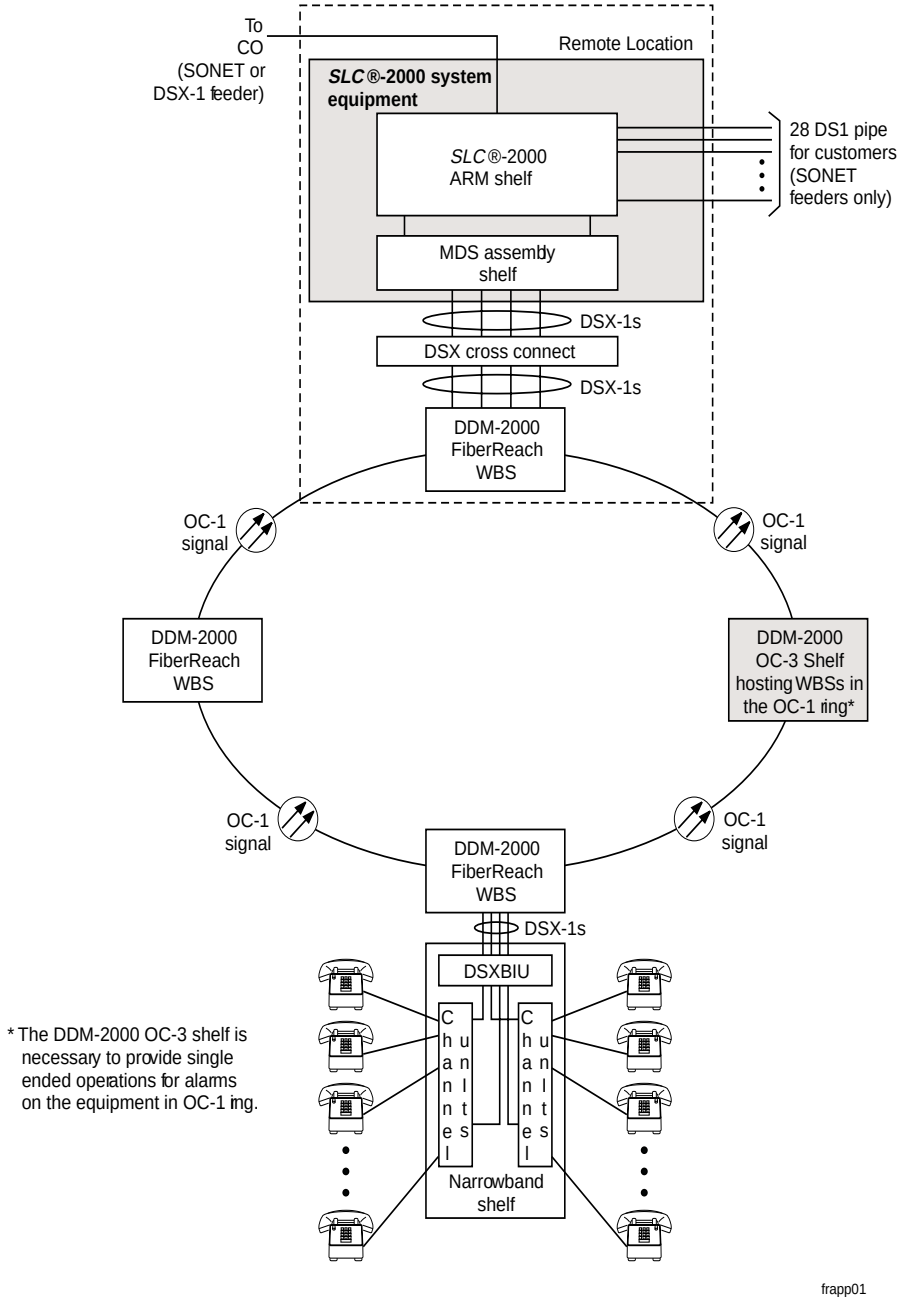
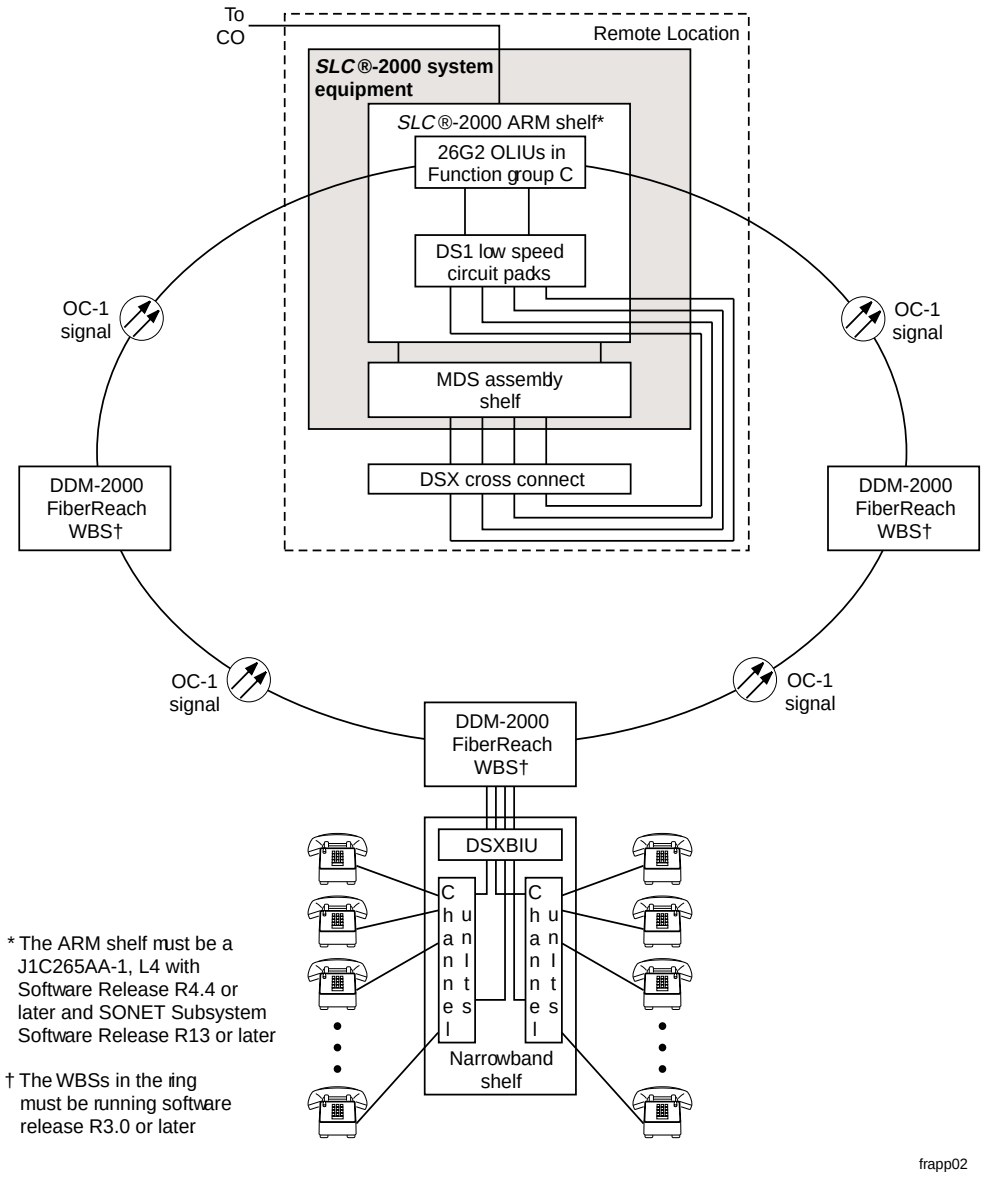
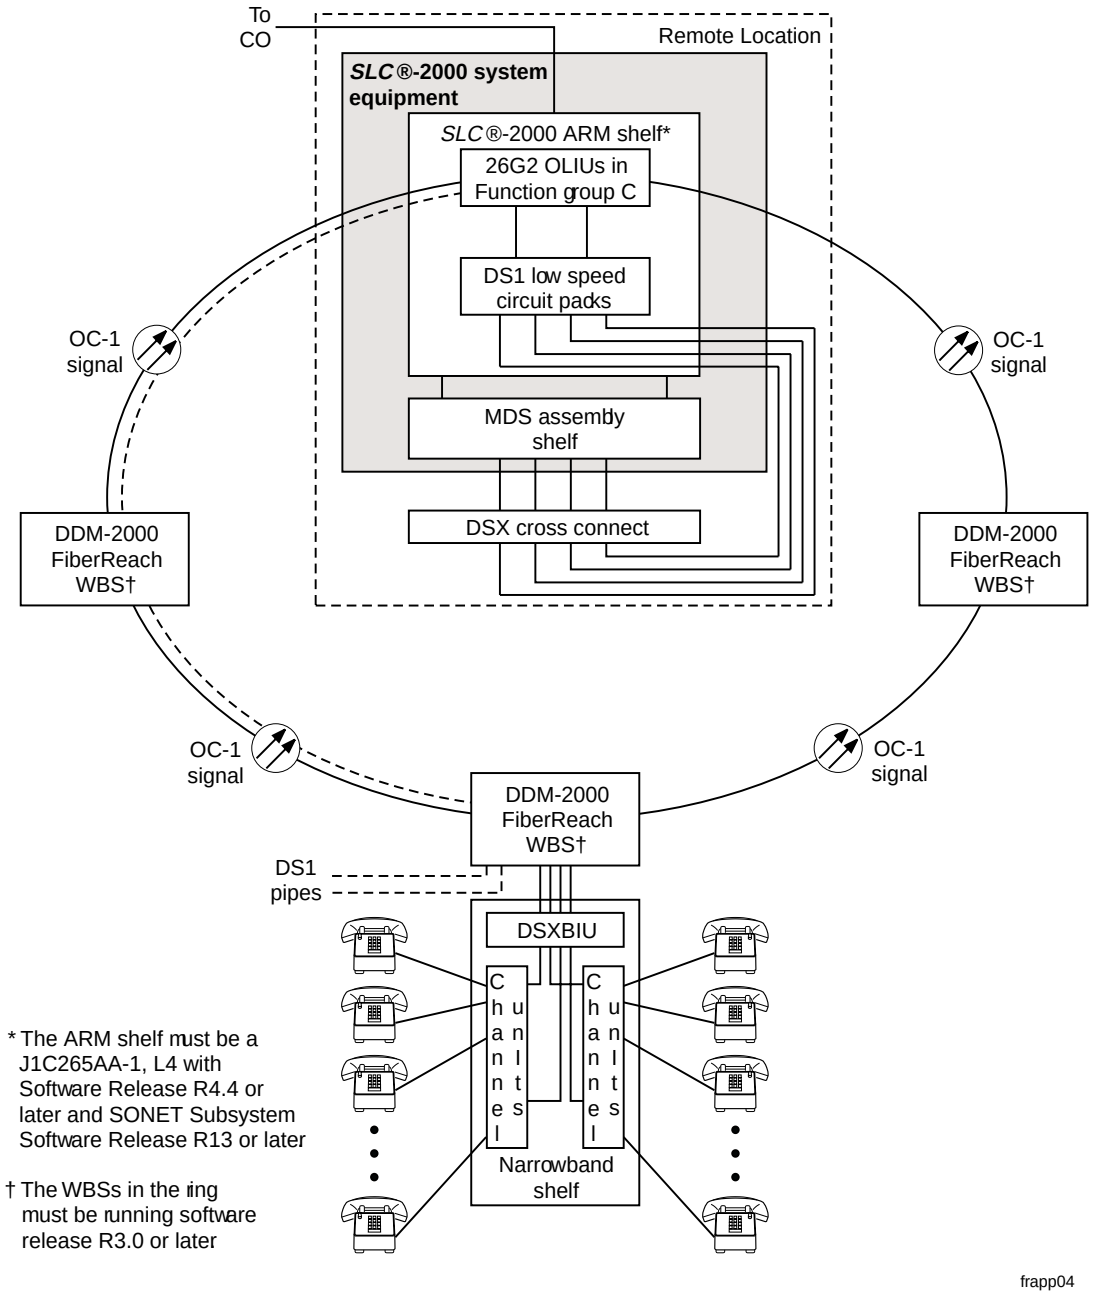

Figure 2-37. SLC-2000 System Hosting a FiberReach NBS Through a Collocated WBS
Figure 2-38. *SLC*-2000 System Hosting a FiberReach NBS using 26G2-U OLIUs and a J1C265AA-1, L4 ARM Shelf
Figure 2-39. *SLC*-2000 System Hosting a FiberReach NBS using 26G2-U OLIUs and a J1C265AA-1, L4 ARM Shelf Provisioning DS1 Pipes Through a WBS
The *SLC*-2000 system can host a DDM-2000 FiberReach Narrowband shelf (NBS) optical network unit (ONU) through an OC-1 ring using DDM-2000 FiberReach Wideband shelves (WBSs). Figure 2-37 and Figure 2-38 show the following typical applications:
- **WBS Collocated with the SLC-2000 system (Figure 2-37):** In this configuration, the collocated WBS is part of an OC-1 ring. This configuration requires a DDM-2000 OC-3 shelf or a *SLC*-2000 ARM shelf to be part of the ring and host the WBSs.
- **SLC-2000 J1C265AA-1, L4 ARM Shelf with 26G2-U OLIUs (Figure 2-38):** In this configuration, the J1C265AA-1, L4 ARM shelf contains 26G2-U OLIUs in Function Group C as part of the OC-1 ring. The SLC-2000 system must contain SONET Subsystem Software Release R13 or later and the WBSs in the ring must contain FiberReach Software R3.0 or later. This configuration eliminates the need for a collocated WBS and a DDM-2000 OC-3 shelf to host the WBSs in the OC-1 ring. In this configuration, the 28 DS1 pipes are not accessible from the DS1 low-speed slots in Function Group C of the ARM shelf. However, as shown in Figure 2-39, DS1 pipes are accessible from any of the WBSs on the ring if the bandwidth to support them is available on the OC-1 ring.